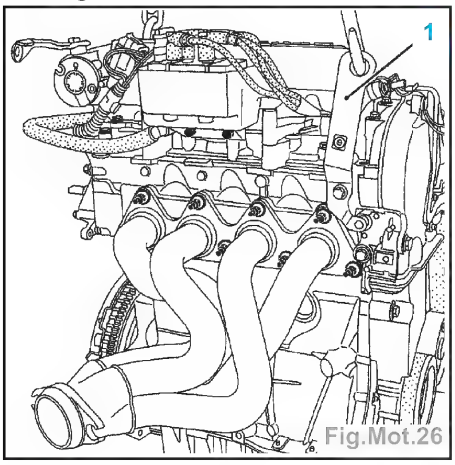

Fig.Mot.26
- le support moteur (1) (Fig.Mot.26),